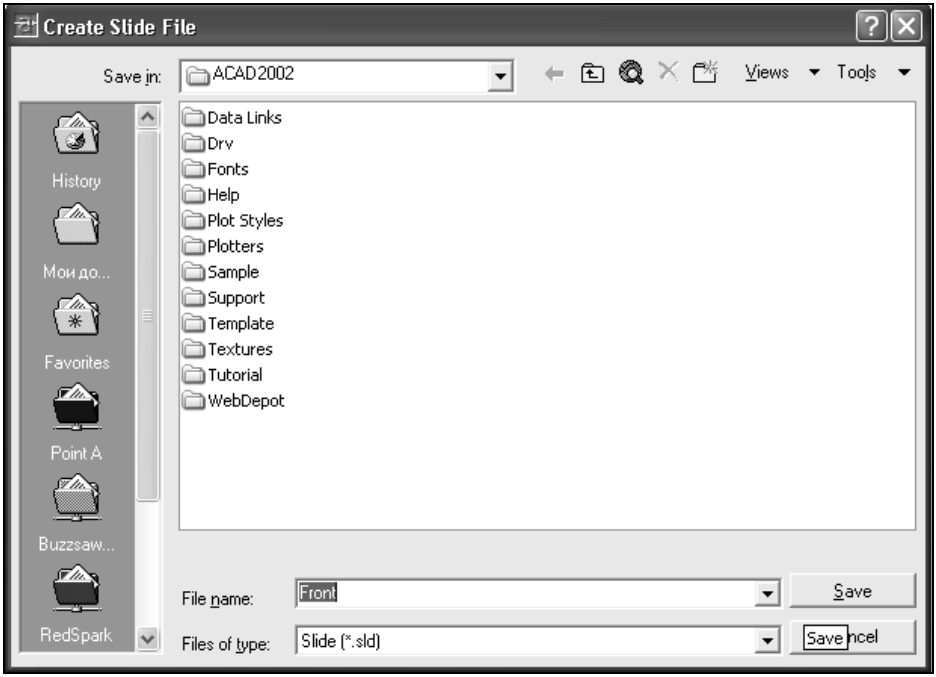

Рис. 3.2. Диалоговое окно **Create Slide File**
3. Завершают диалог нажатием кнопки **Save** (Сохранить) (рис. 3.2).